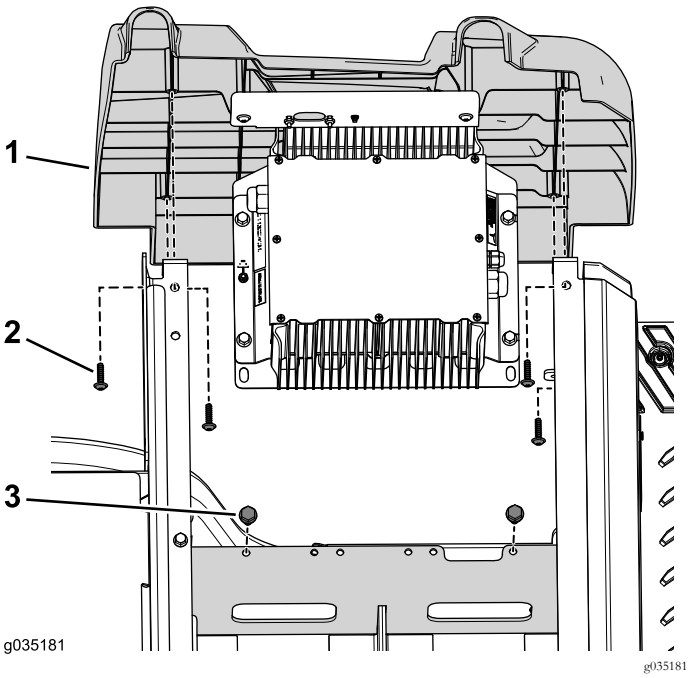

Figur 87
9. Bruk de to boltene (3/8 x 3/4 tomme) til å feste laderbraketten til batteriholderen (Figur 87).